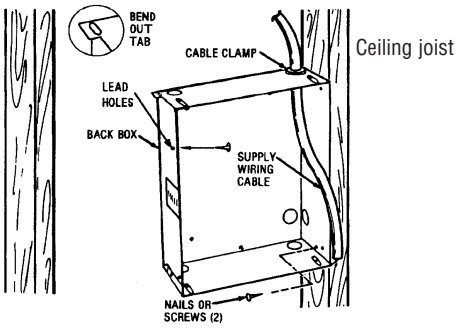

**Figure 1**
1. Determine which side of the back box is to be mounted against a joist and bend the tabs at the rear corners out 90 degrees so that the back box will be square with the joist after installation. (See Figure 1).
3. Position back box against side of joist and secure using nails or screws as shown in Figure 1.
**NOTE:** Lead holes for a #8 sheet metal screw have been provided in the sides of the back box. After the finished ceiling has been put up, drive a # 8(m4) sheet metal screw (recommended 1") through the side of the box not mounted to the joist. This will prevent the back box from pulling out when installing the heater assembly. (See Figure 1)